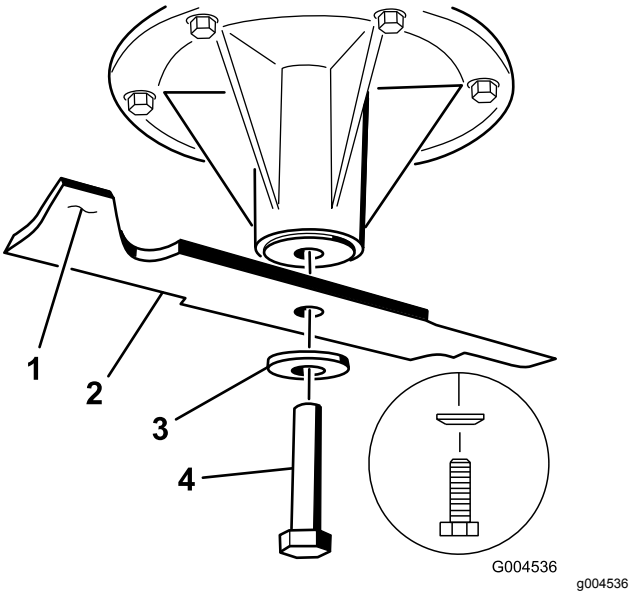

Figur 92
1. Montera kniven på spindelaxeln (Figur 92).
2. Montera fjäderbrickan och knivbulten (Figur 92).
Obs: Fjäderskivans kon måste monteras mot skruvens huvud (Figur 92).